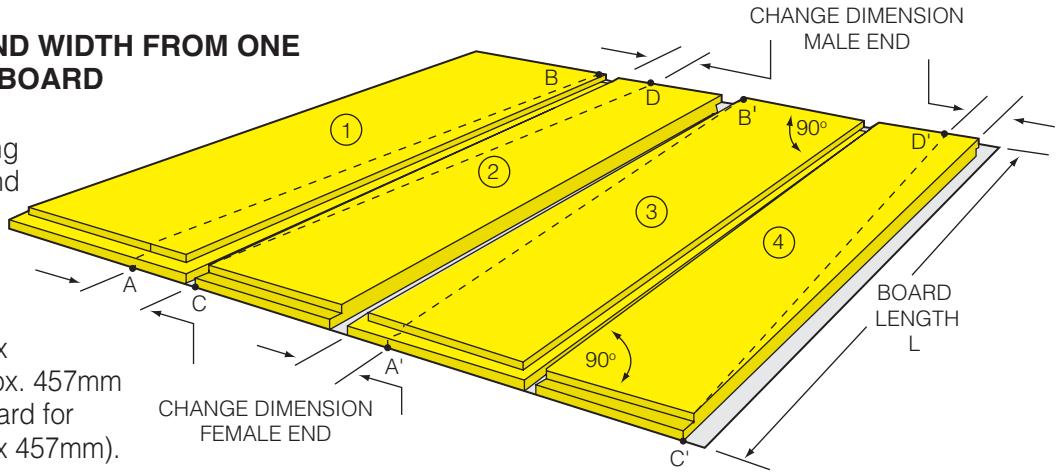

Fig. 3-15A.
1. Layout: Draw lines A-B and A'-B' on shiplap panels ① and ③. Draw lines C-D and C'-D' on square edge panels ② and ④. See Fig. 3-15A.